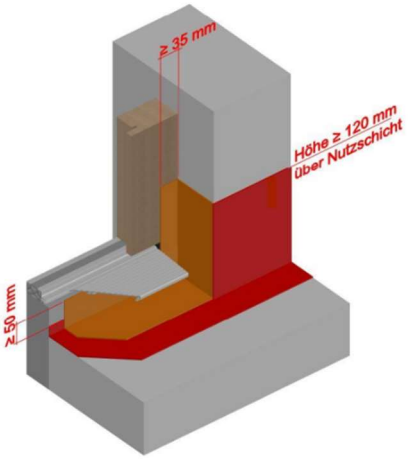

Figur 11: Abdichtungsanschluss bei Leibung (VST Merkblatt Nr. 018)
- Im Schwellenbereich muss für den Anschluss der Abdichtung eine **Klebefläche von mindestens 50 mm** vorhanden sein (siehe Figur 11).
Bei **Leibungen** muss die seitliche **Abdichtung mindestens 35 mm** breit sein und im **Minimum 120 mm über die Nutzschicht** hinaufragen (siehe Figur 11)